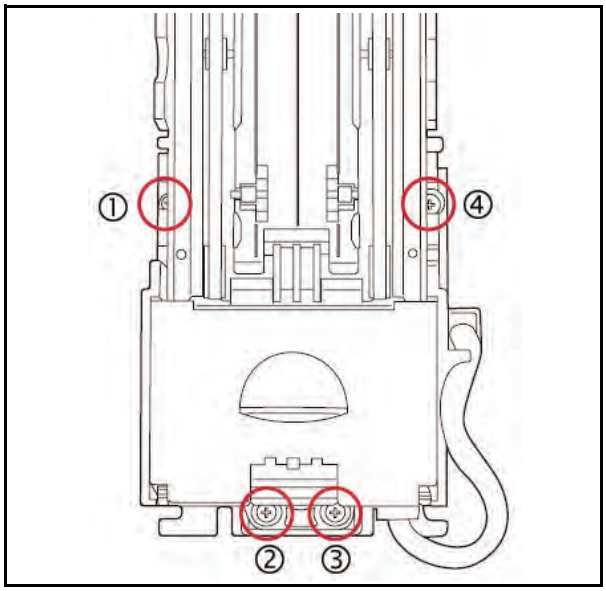

Figure 2-9 Securing Spacer and Panel Bracket
4. Insert the mounting screws into the four (4) insertion holes located at the rear of the DBV-30X Unit and use a Phillips Screw-driver to tighten each screws securely in place (See Figure 2-9 ① through ④).